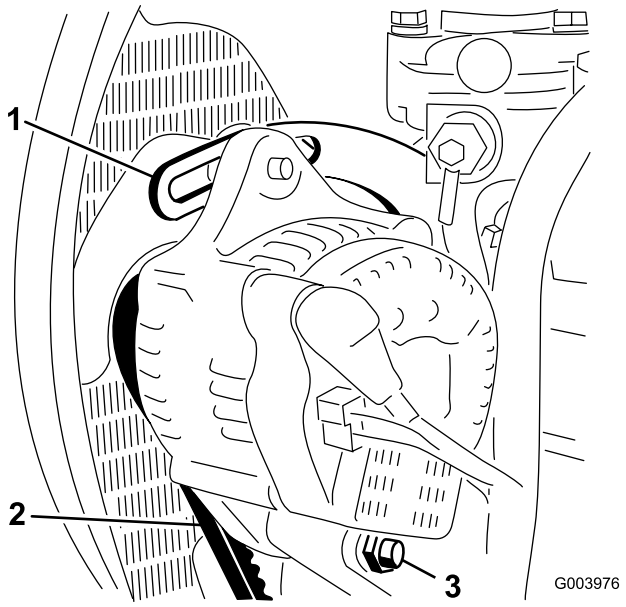

Figur 68
2. Kontroller spenningen ved å trykke ned remmen (Figur 68) midt mellom vekselstrømsgeneratoren og veivakselrullene med en kraft på 10 kg.
3. Løsne skruene som fester avstiveren til motoren (Figur 68), skruen som fester vekselstrømsgeneratoren til avstiveren og svingbolten.